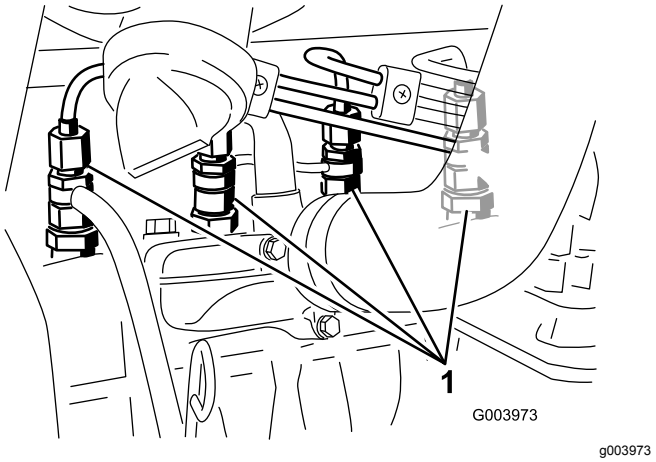

Figure 57
1. Desserrez le raccord entre l'injecteur nº 1 et le porte-injecteurs (Figure 57).